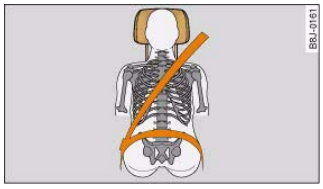
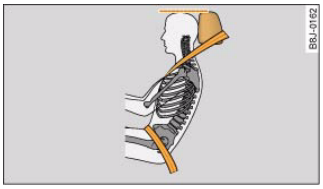

Fig. 175 Correctly adjusted head restraint (seen from the front)
Fig. 176 Correctly adjusted head restraint (seen from the side)
– Adjust the head restraint so that the top of the head restraint is level with the top of your head ⇒ fig. 175 and ⇒ fig. 176.